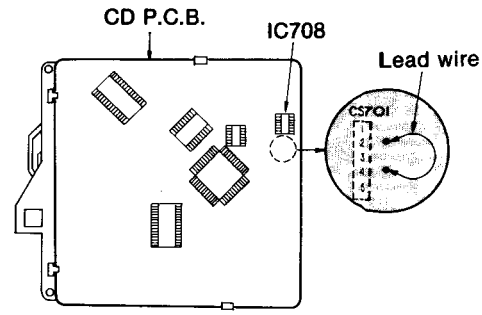

Fig. 12
4. Short-circuit terminals 2 and 4 of the connector CS701 on the CD PCB using a lead wire (see Fig. 12).